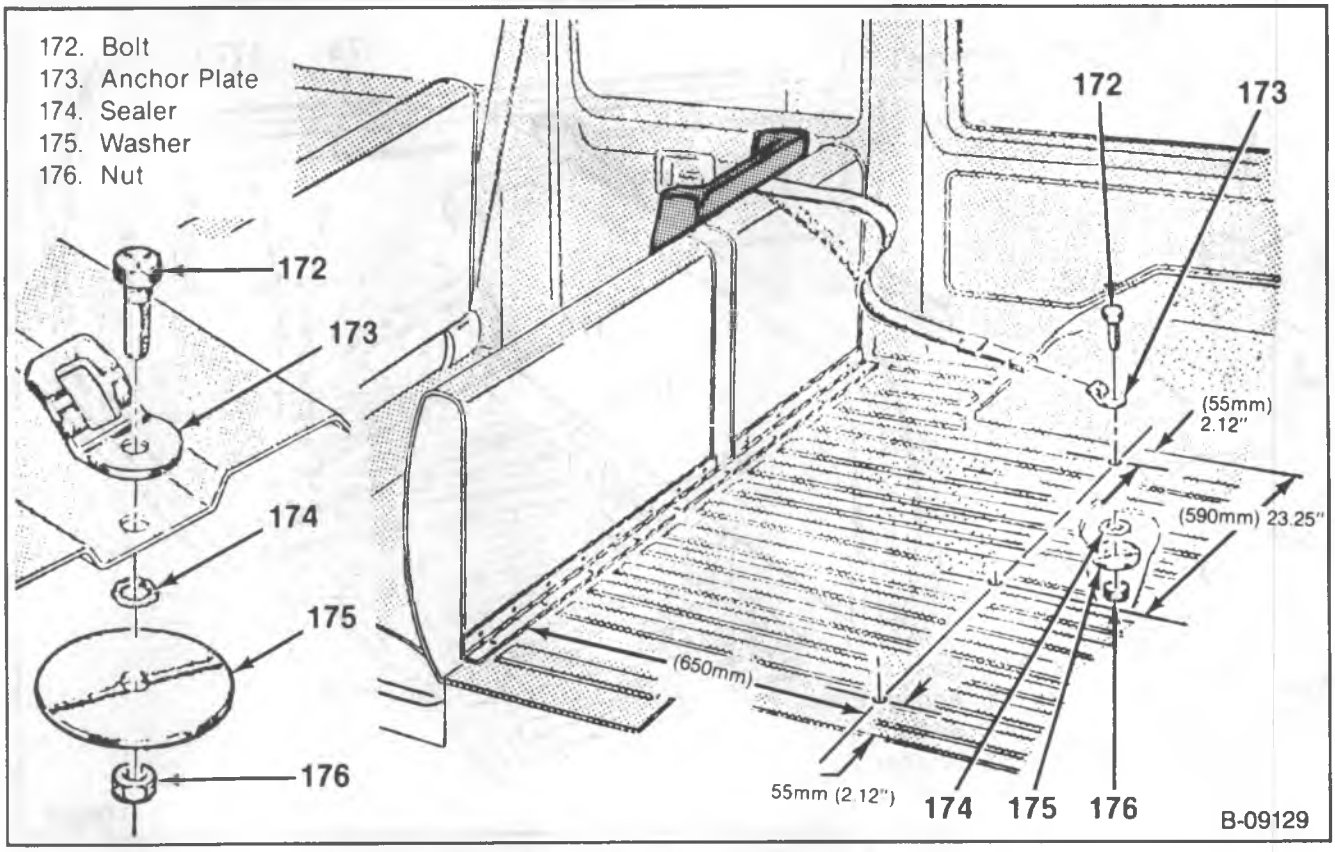

Figure 32—Suburban Second Seat Top Strap Belt Components
1. Determine the location for the anchor by measuring 650 mm (25 1/2-inches) rearward from the rear edge of the kick-up molding (figure 32). Next: